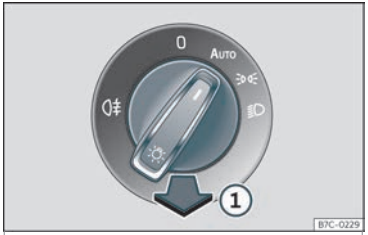

Fig. 89 Taboleiro de instrumentos:mando das luces.
- **Acender luz traseira antinéboa** ⦶: puxe do conmutador das luces hasta que encaste >>> **fig. 89** ① dende a posición ≋, ≣D ou ben **AUTO**.